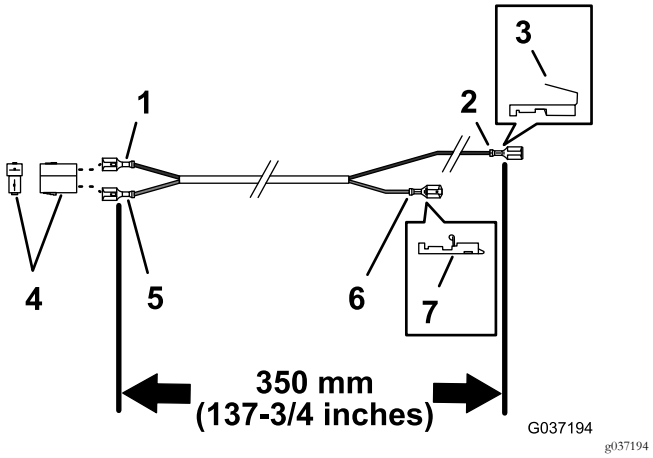

Figura 25
1. Localize a cablagem de 350 cm (sem terminal de anel) como se mostra na Figura 25.